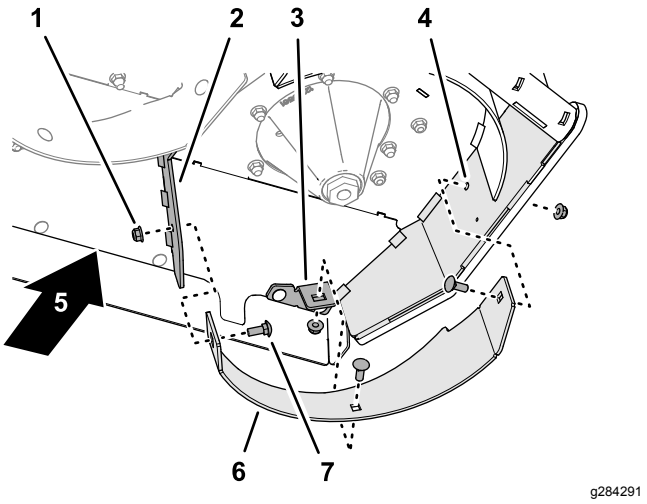

Figure 41
1. At the bottom, left side of the mower deck, remove the 3 carriage bolts (3/8 x 1 inch) and 3 flange locknuts (3/8) that secure the left baffle to the mower deck side plate, the left baffle support; and the left divider; and remove the left baffle (Figure 41).